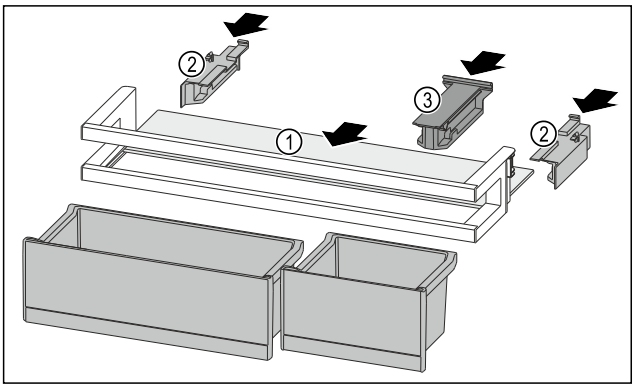

Fig. 216
▶ 将搁板 *Fig. 216 (1)*推入侧面凹槽。
▶ 插入侧面部分 *Fig. 216 (2)*。
▶ 插入定位件 *Fig. 216 (3)*。